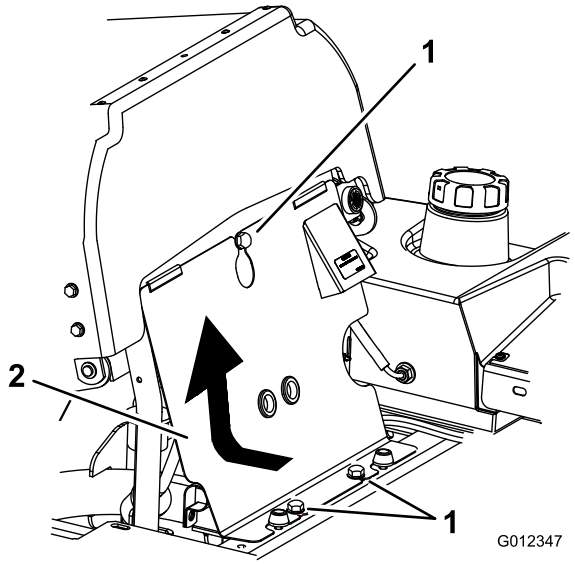

Figuur 72
3. Kantel de stoel naar voren, draai de bouten los en verwijder het frontpaneel van de motor (Figuur 72).